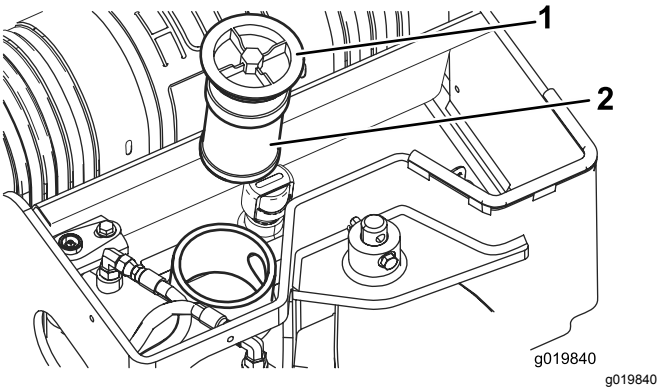

Figuur 60
5. Maak schoon rond de vulbuis van de hydraulische tank en verwijder de dop en het filter uit de vulbuis met een dopsleutel (Figuur 60).